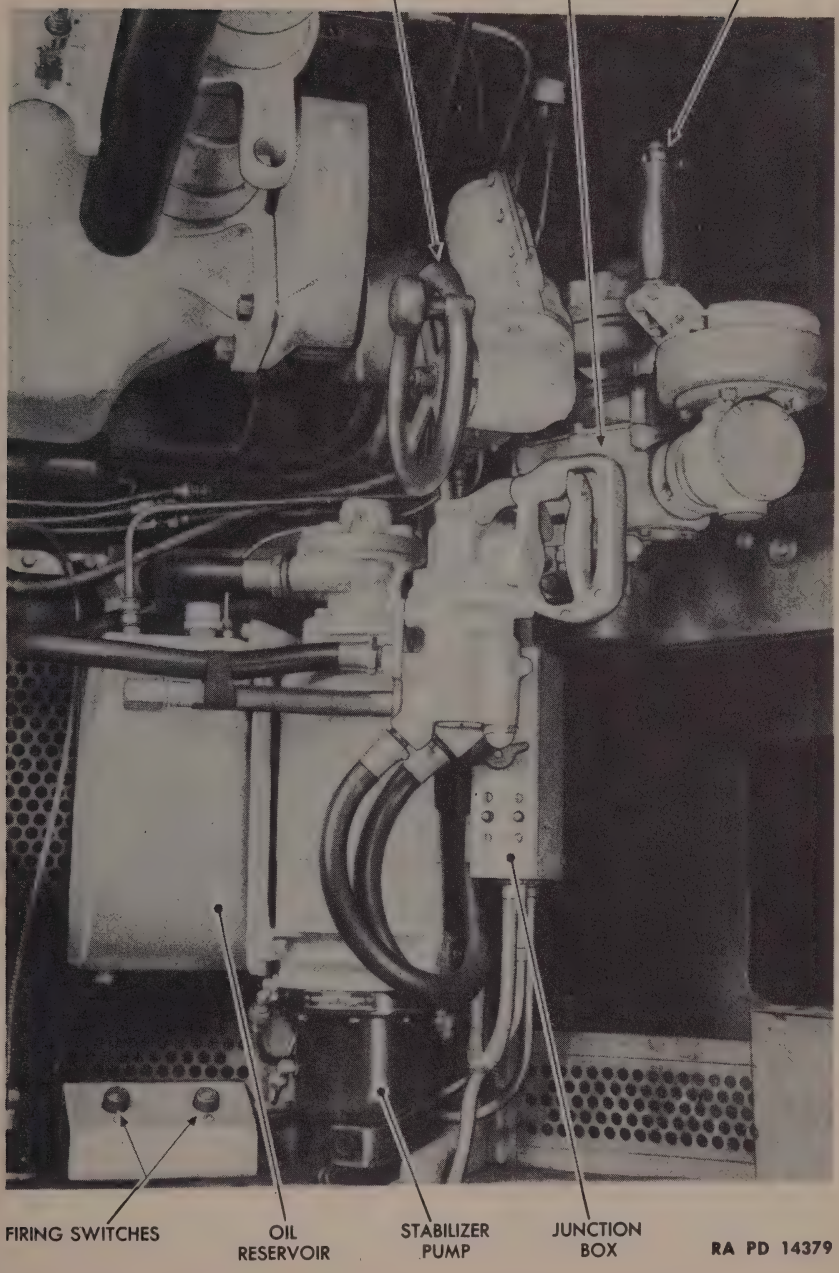

Figure 30—Hydraulic Turret Traversing Mechanism Installed in Tank
b. Description of Hand Traversing Mechanism (figs. 30 and 31). To enable the gunner to traverse the turret manually, in case it is not desired to put the hydraulic system into operation or in case of failure of the hydraulic system, a hand-traversing mechanism with a manual drive handle is attached to the right side of the gear case, and operates through the same gear mechanism used by the hydraulic motor. A shift lever at the bottom of the gear case disconnects the power traversing system and permits the hand-traversing mechanism to be used. When the shift lever is moved downward to the manual operating position, a brake mechanism prevents the turret from turning. The brake is released by means of a brake release grip lever mounted on the manual drive handle. With the release lever squeezed against the manual drive handle the turret can be rotated by turning the handle.